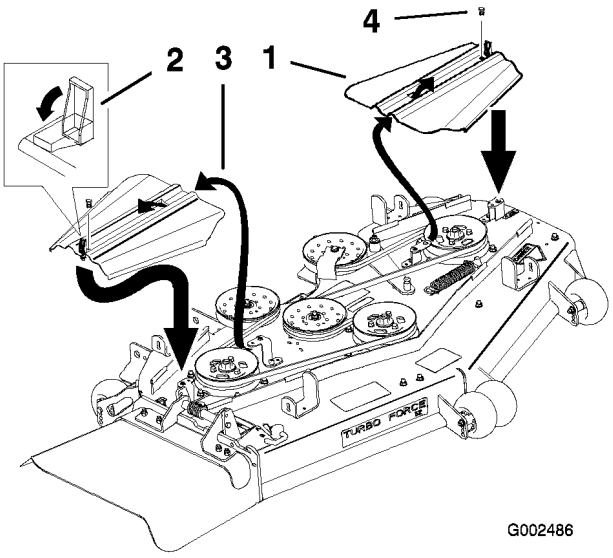

Figur 54
10. Montera remkåporna genom att föra in kåpan i tappen, montera bultarna och låsa spärrhakarna (Figur 54).